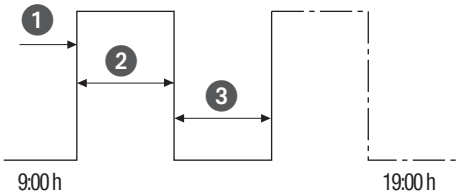

Afb. 33: Cyclusschakeling
- (Afb. 33/❶) Starttijd
- (Afb. 33/❷) Duur AAN = Schakeling AAN
- (Afb. 33/❸) Duur UIT = Schakeling UIT